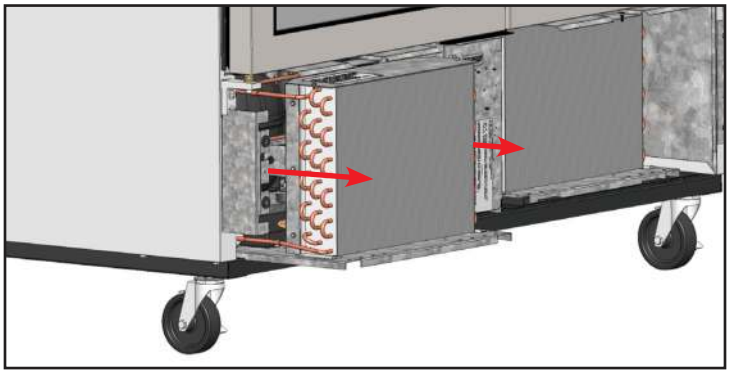

Fig. 7. Carefully slide the condensing unit out.
7. Carefully slide the condensing unit out (tubing connections are flexible). Gently blow compressed air or CO_2 through the coil until it is clean. See fig. 7.